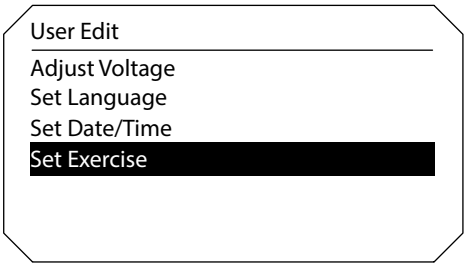

Figure 2-36. Highlight Page Setting
1. See ***Figure 2-36***. Verify the desired setting is highlighted on the page and press the ENTER button ( ).
4. To confirm the change, press the ENTER button until the previous page is displayed as shown in ***Figure 2-36***. To cancel the change, press the ESCAPE button ( ) until the previous page is displayed.